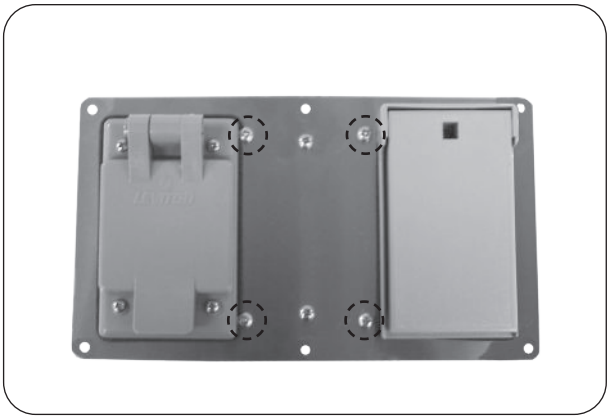

Fig. 46-3 Remove 4 small screws
4. Remove the 4 small screws found on the cover of the power supply box (see Fig. 46-3).